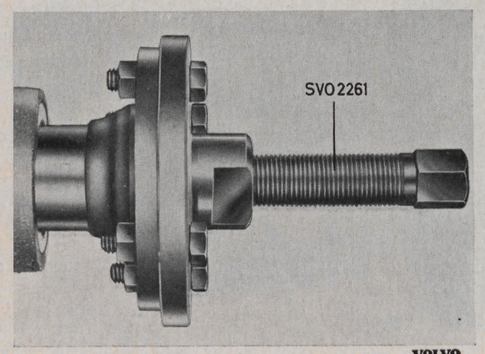

Bild 5. Demontering av medbringare.
2. Lossa muttern för medbringaren. Använd därvid tappnyckel SVO 4035 som mothåll för runda medbringare. Drag av medbringaren. Använd avdragare SVO 2261 för PV 444, 445, 544, se bild 5, och SVO 2262 för P 1200.